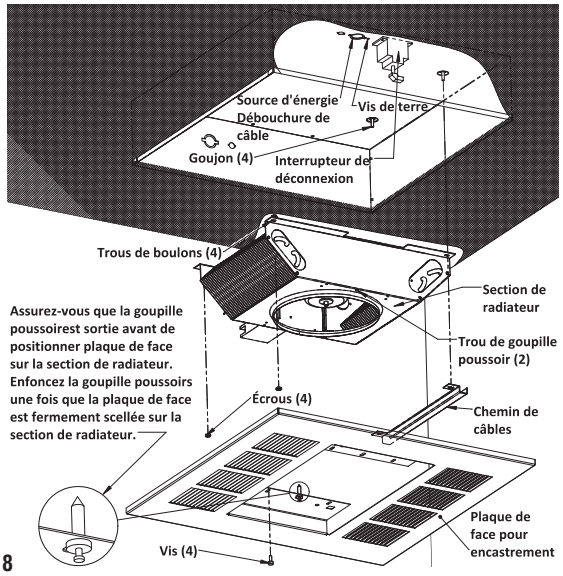

Figure 8
12. Positionnez la section de radiateur par-dessus les goujons du boîtier de montage encastré (Figure 8).
13. Poussez la section chauffante sur les goujons et serrez fermement les deux écrous (fournis) sur les goujons pour fixer la moitié de la section chauffante opposée aux fils gainés au boîtier de montage encastré. Poussez la conduite sur les goujons en vous assurant que les fils gainés sont dans la conduite, puis serrez fermement les deux écrous (fournis) sur les goujons pour fixer la conduite et l'autre moitié de l'appareil de chauffage au boîtier de montage encastré (Figure 8).
15. Enlevez la plaque de face pour encastrement (Figure 8) du carton contenant l'enceinte de montage encastré, de type REA.
18. Installez et serrez bien quatre vis (fournies) pour retenir la plaque de face pour encastrement avec la section de radiateur (Figure 8).